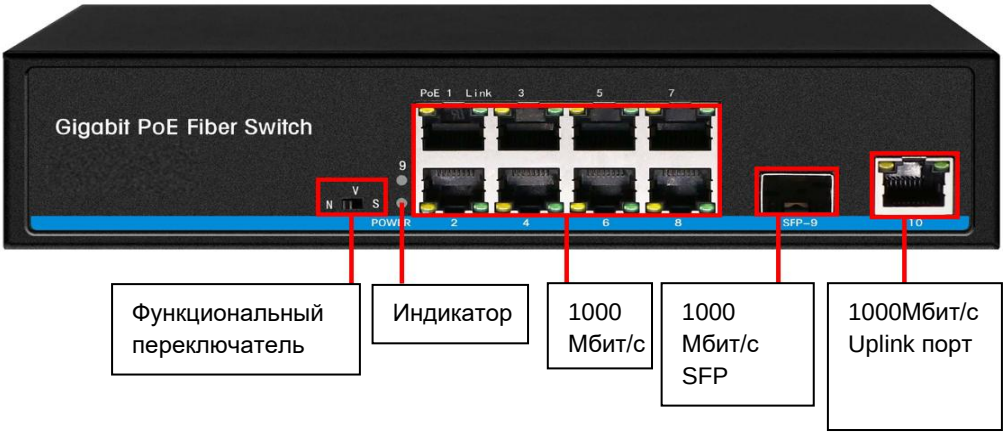

Рисунок 1 - общий вид изделия
- Посредством сетевых кабелей подключите IP-видеокамеры с питанием PoE к портам Ethernet (см. рисунок 1).
- Возьмите оптоволоконный разъём и плавно вставьте его в гнездо порта SFP коммутатора (см. рисунок 1).
- Используйте порты Uplink для подключения к ним компьютеров или IP-видеорегистраторов (см. рисунок 1).